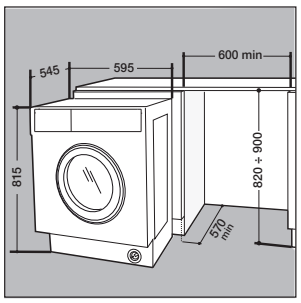

Fig. 6
- Push the machine into the opening, aligning it with the cabinets *(fig. 6)*.